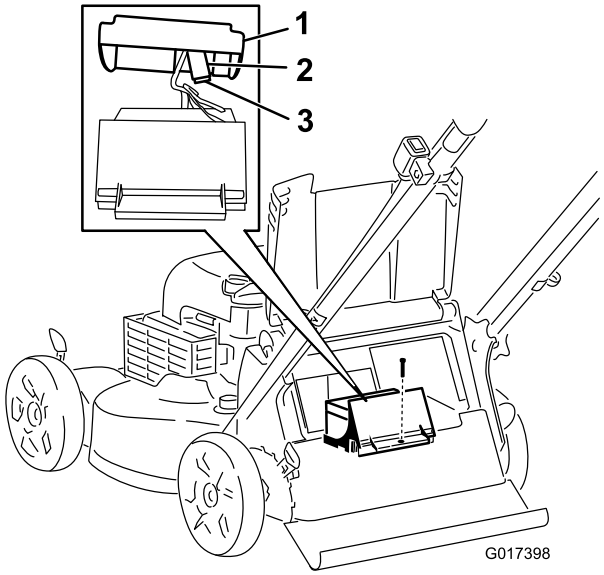

**Figuur 25**
3. Verwijder de schroef waarmee het accucompartiment is bevestigd, verwijder de accu en ga naar de zekering (Figuur 25).
4. Vervang de zekering in de zekeringhouder (Figuur 25).